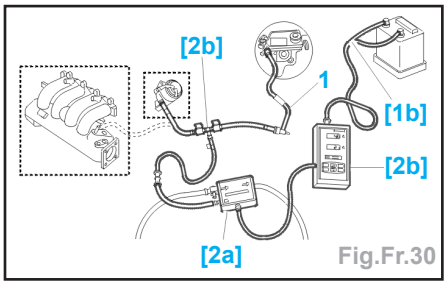

Fig.Fr.30
- Mettre en place le raccord 2 vannes [2b] à la sortie de la pompe à vide ou du collecteur d'admission et au tuyau d'assistance de freinage (1) (Fig.Fr.30).